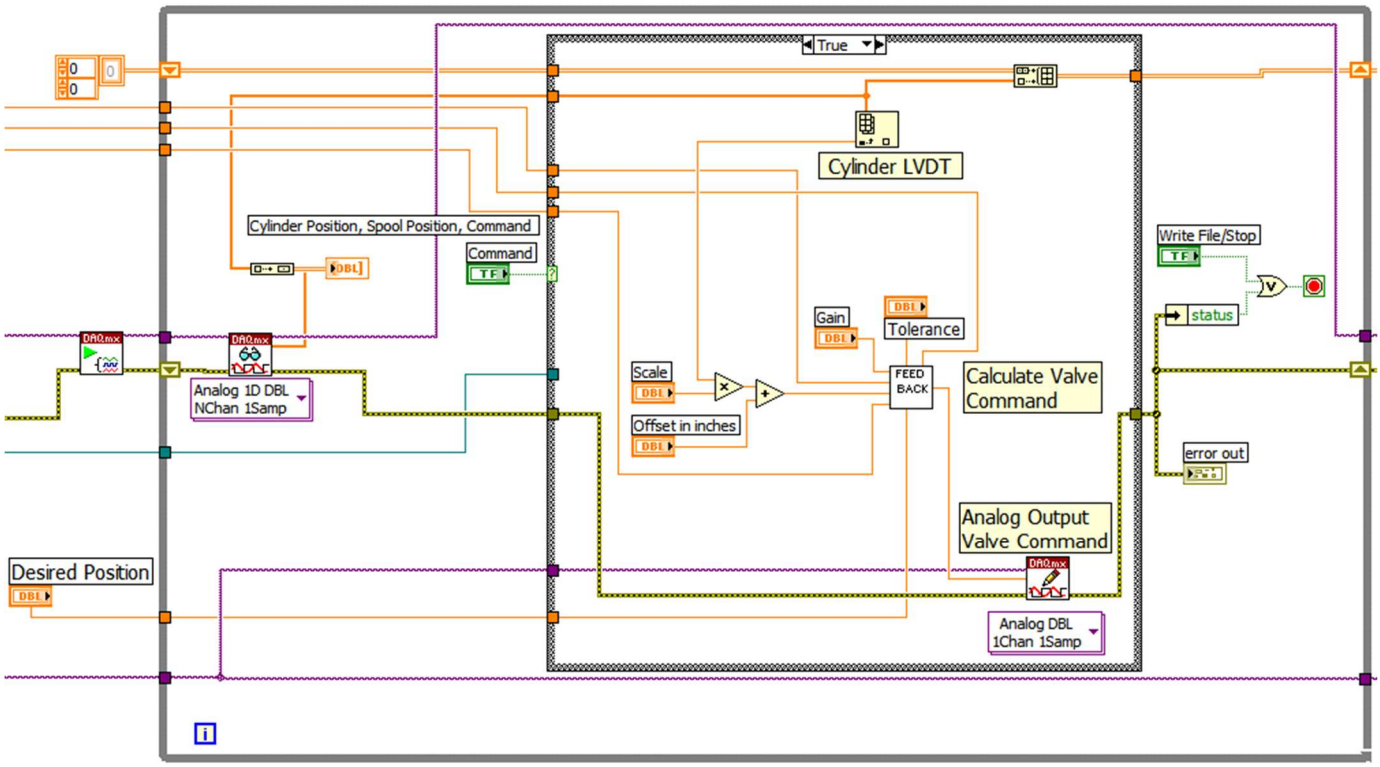

Fig. 5. The Control Loop with the Command Button ***ON***
- As a result of this ***point-by-point*** process, this program must run at much ***slower sampling rates*** than the open-loop data acquisition program. The ***amount*** of data collected (and the size of the file) is dependent on the amount of time the user leaves the ***Command*** button ***ON***. The block diagram of this segment with the ***Command*** button ***ON*** is shown in ***Fig 5***.